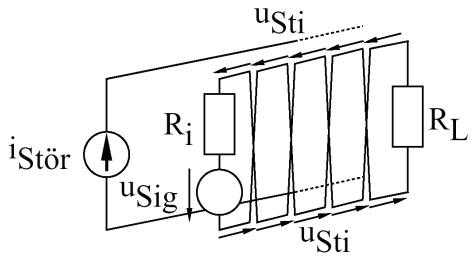

Bild 22: Verdrillen des Hin- und Rückleiters
- Verdrillen von Hin- und Rückleiter. Dadurch ändert sich die Richtung der magnetischen Erregung fortlaufend. Die durch die Teilflüsse induzierten Störspannungsanteile u_{Sti} heben sich gegenseitig auf. In Bild 22 ist dieser Sachverhalt anschaulich dargestellt.